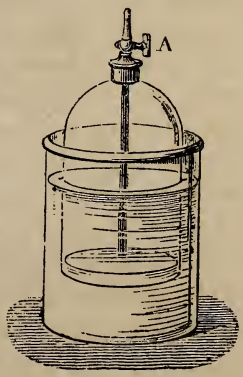

Fig. 8.
52. **Appareil à hydrogène continu.** — On peut obtenir de l'hydrogène en quantité indéfinie, en suspendant sous une cloche munie d'un robinet A un morceau de zinc (fig. 8). On plonge cette cloche dans de l'eau acidulée par de l'acide sulfurique ou de l'acide chlorhydrique. Tant que le zinc est en contact avec l'eau, il se produit de l'hydrogène que l'on fait dégager à volonté en ouvrant le robinet A. A l'aide d'un tube en caoutchouc, on peut diriger cet hydrogène à une certaine distance du lieu de production. Il faut avoir soin d'assujettir la cloche, de peur que l'hydrogène, en se dégageant, ne la soulève.